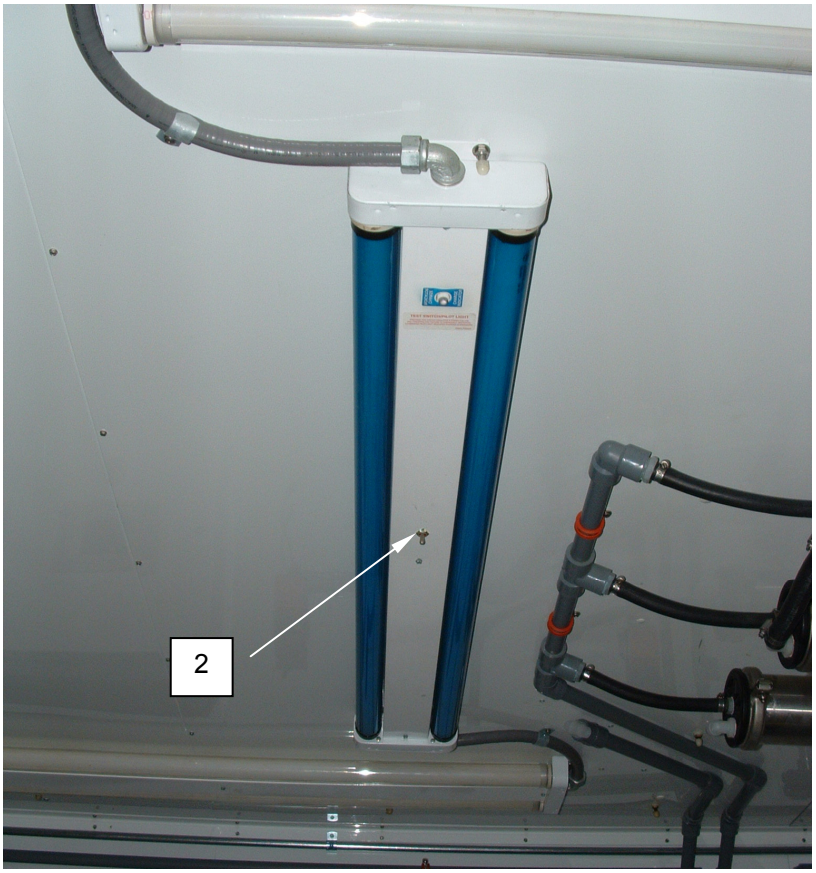

Figure 2. Switch ON the Battery Backup for Emergency Lighting.
1. Switch ON the battery backup switch **(Figure 2, Item 2)** for emergency lighting.